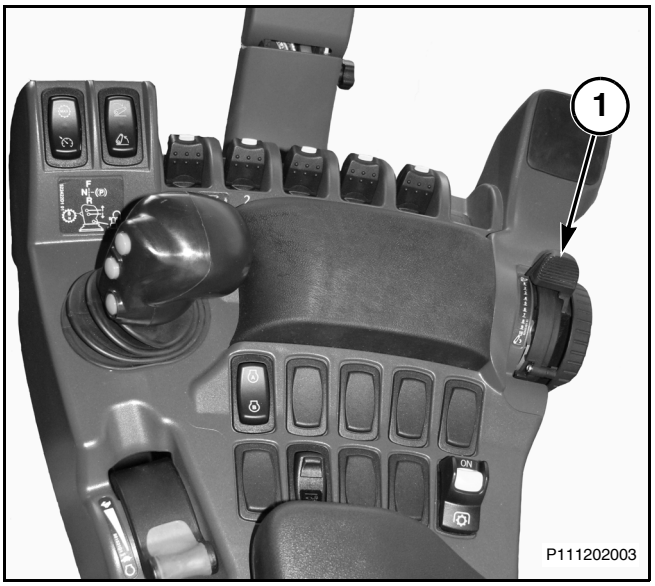

Рис. 142
Рис. 142: Высота подъема и заглубление навесного оборудования регулируется рычагом управления трехточечной сцепки (1). Чтобы поднять сцепку, потяните рычаг назад. Чтобы опустить сцепку, подвиньте рычаг вперед.